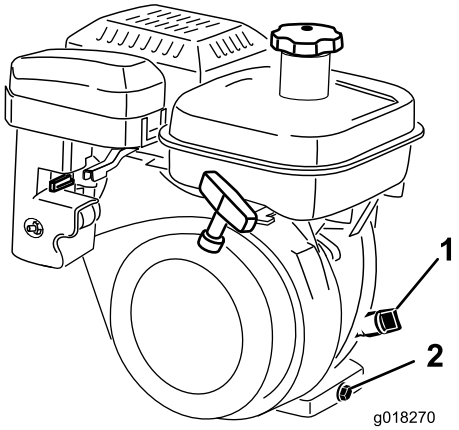

Figuur 30
2. Plaats de machine zodanig dat de motor in een horizontale positie is, en reinig de omgeving van de oliepeilstok (Figuur 30).
3. Verwijder de oliepeilstok door deze linksom te draaien (Figuur 30).
5. Haal de peilstok er vervolgens uit en controleer het oliepeil. Als het peil te laag staat, vult u voldoende olie bij totdat het peil tussen de H- en L-markering op de meter staat (Figuur 30).
2. Plaats een opvangbak onder de aftapplug aan de achterzijde van de machine (Figuur 30).